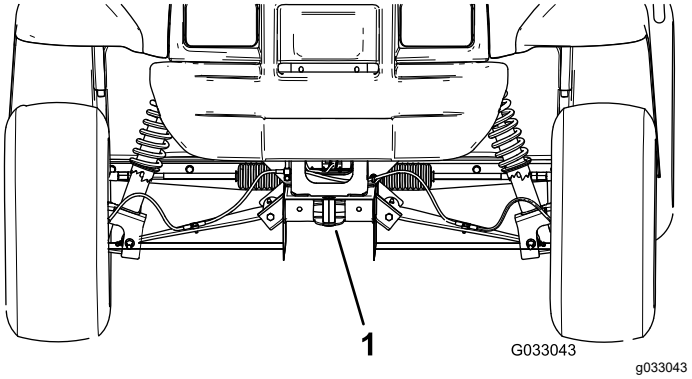
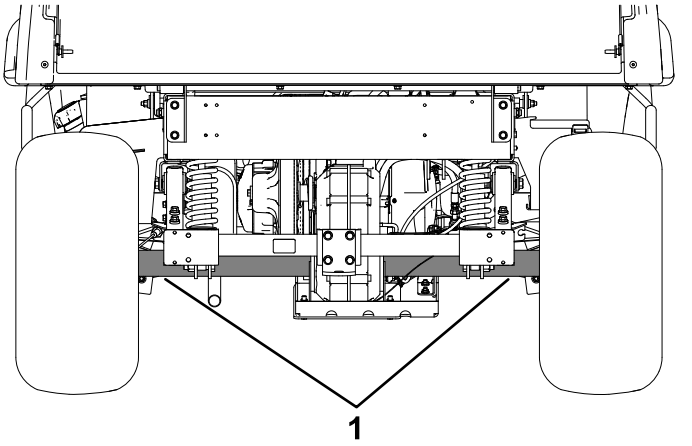

Rysunek 17
Rysunek 18
Rozmieszczenie punktów mocowania jest podane na Rysunek 17 i Rysunek 18.
2. Zamocuj linę holowniczą do haka holowniczego z przodu ramy maszyny (Rysunek 17).